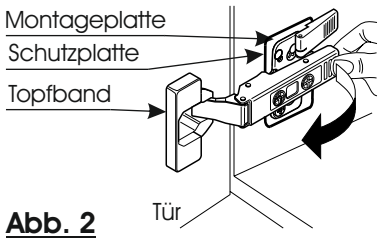

Abb. 2
3. Hängen Sie die Tür aus! (Abb. 2)